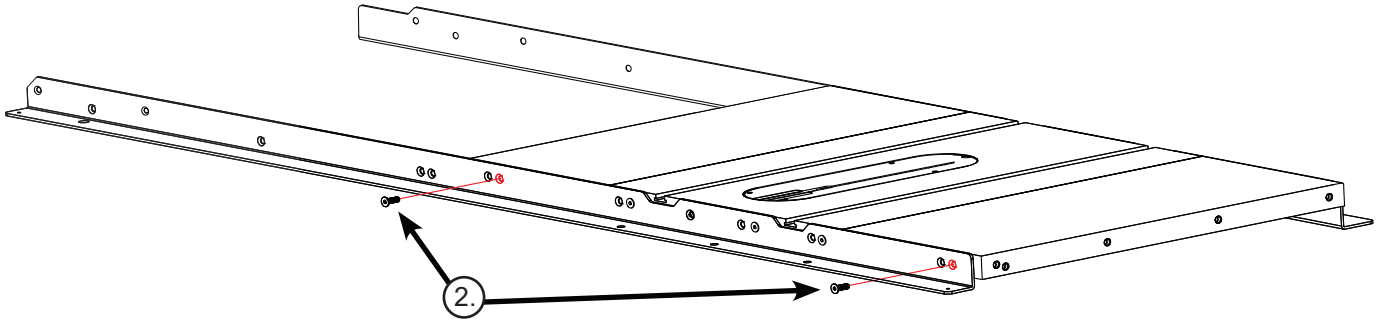
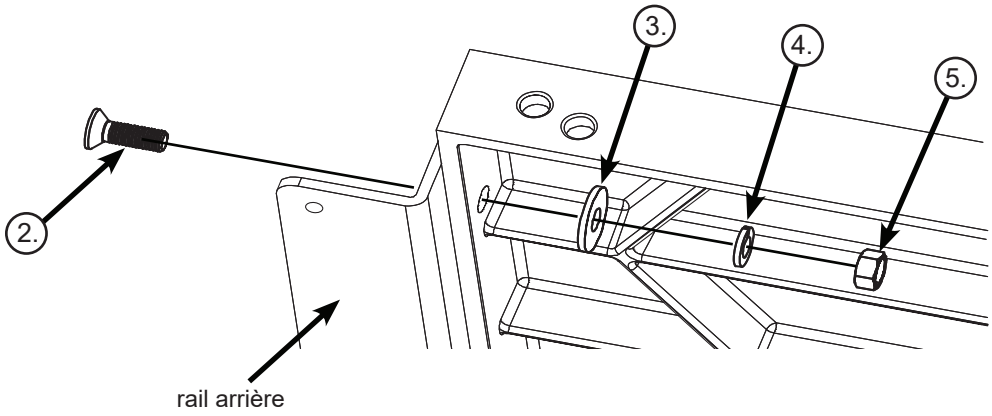

Fig. 5a
Fig. 5b
5. Terminez le montage du rail arrière sur votre scie en insérant un boulon fraisé à tête creuse M8 x 25 dans le trou ouvert à l'extrémité de chaque aile de rallonge (voir Fig. 5a) et placez une rondelle M8, une rondelle de blocage M8 et un écrou hexagonal M8 sur l'extrémité filetée de chaque boulon (voir Fig. 5b). Serrez les écrous à la main; ne les serrez pas complètement.